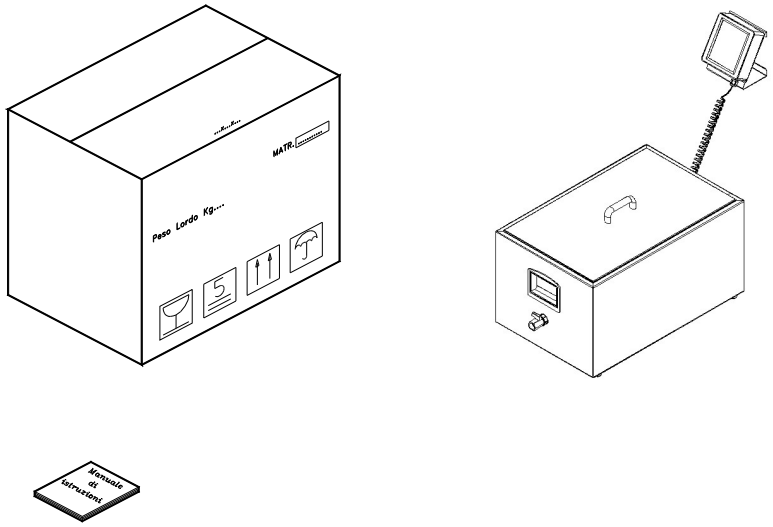

Abb. Nr. 7
3.1 - Versand des Geräts (*siehe Abb. Nr. 7*)